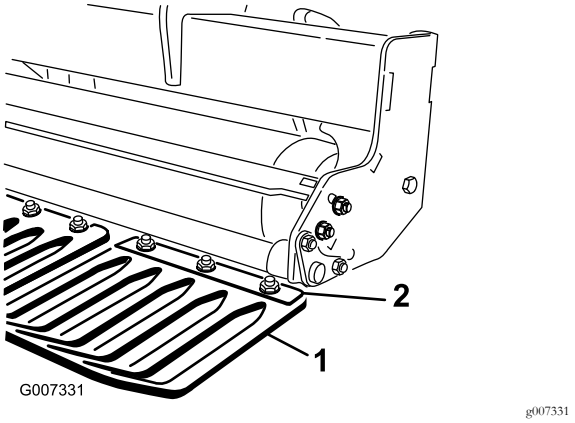

**Figur 17**
1. Løsn de møtrikker, som fastgør plæneafskærmningsklemmerne til plæneafskærmningens ramme (Figur 17).